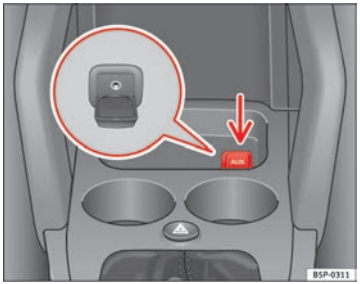

Fig. 118 Auxiliary audio connection
– Lift the AUX cover ⇒ Fig. 118.